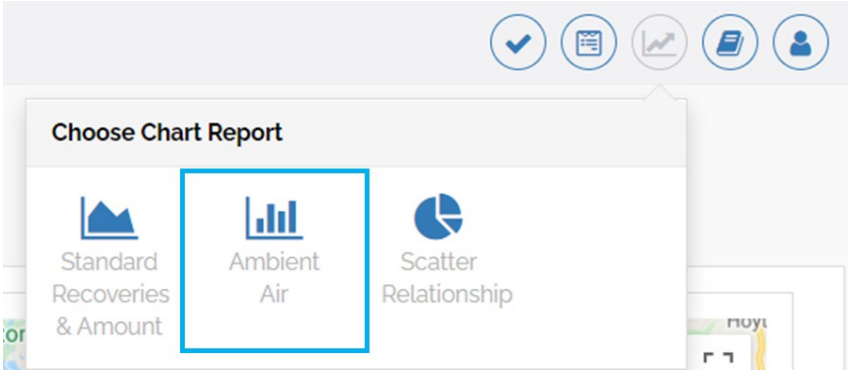

Figure 18. The "Ambient Air Chart Report" option in MAX
- The ambient data can also be flagged using Ambient Time Series graphs. Choose the chart report option (**Figure 18**), click on Ambient Air series graph, select the site, start/end date, select either retention times or amounts and components of interest.